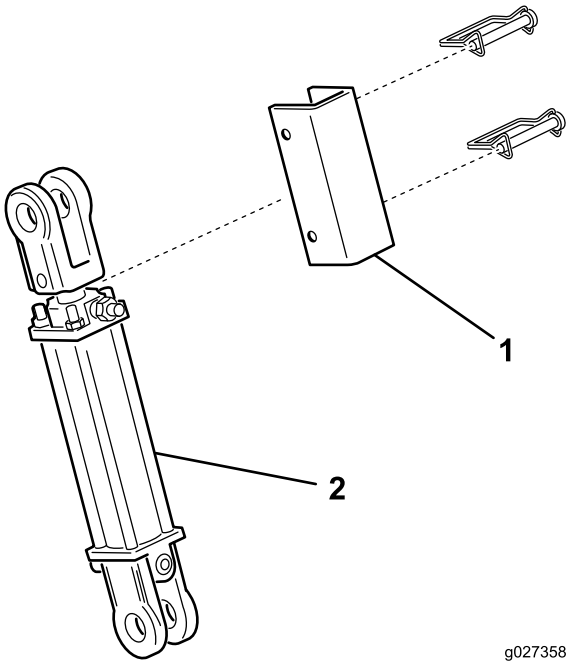

Figur 9
- Sørg for, at skjoldet er hævet, og at styrehjulene ikke kan berøre jorden under transport. Sørg også for, at cylinderlåsebøjlen (Figur 9) sidder på plads for at forhindre løftecylinderen i at trykke sig sammen under transport.